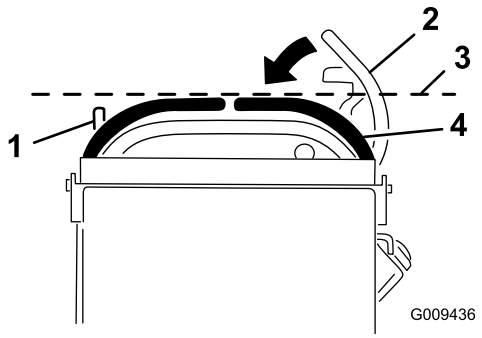

Figur 67
3. Flytta höger rörelsereglagespak nedåt, ut ur det neutrala låsläget (Figur 67).
4. Kontrollera om det är i horisontell linje med vänster rörelsereglagespak (Figur 67).